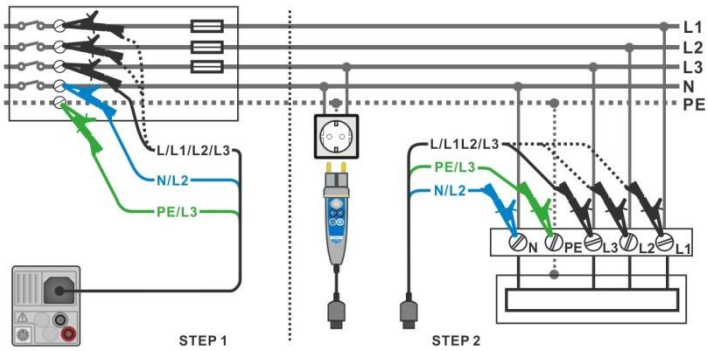

Figure 4.53: Voltage drop measurement – connection of Plug commander and 3-wire test lead
- Connect test leads to the origin of electrical installation, see ***Figure 4.53***.
- Connect test leads or Plug commander to the tested points, see ***Figure 4.53***.